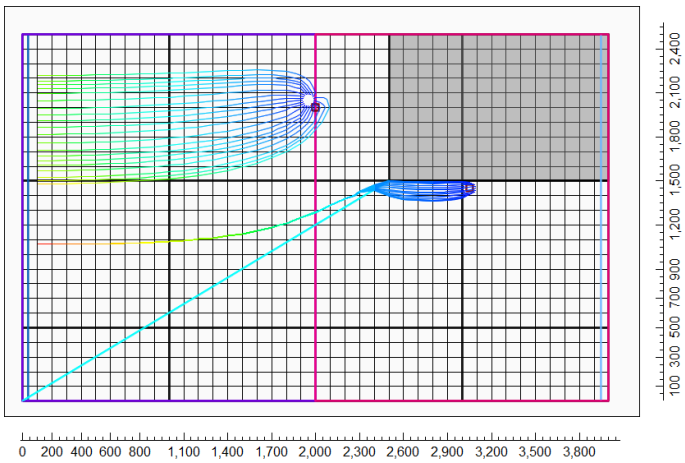

Figure 6: The pathlines observed at the two different wells.
- ○ check pathlines - it should appear as in Figure 6 below